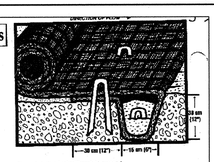

Figure 1: Initial Anchor Trench (Channels)
- Excavate an initial anchor trench 30 cm (12") deep and 15 cm (6") wide across the channel at the lower end of the project area (Figure 1).
- Beginning at the center of downstream end of the channel, place the end of the first roll in the anchor trench and secure with fastening devices at 30 cm (1') intervals (Figure 1).